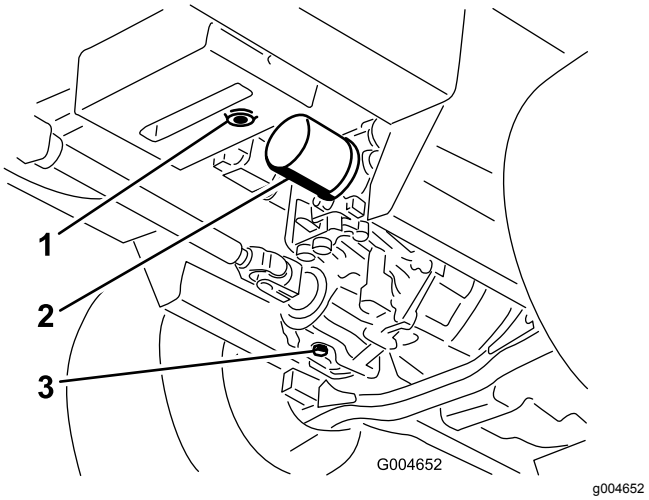

**図 58**
3. 油圧オイルタンクとトランスミッションケースの下にオイルを受ける大型の容器を置き、それぞれのドレンプラグを外してタンク内のオイルを完全に排出、回収する(図 58)。
4. 油圧オイルフィルタ取り付け部の周辺をウェスできれいに拭き、フィルタを外す (図 58)。